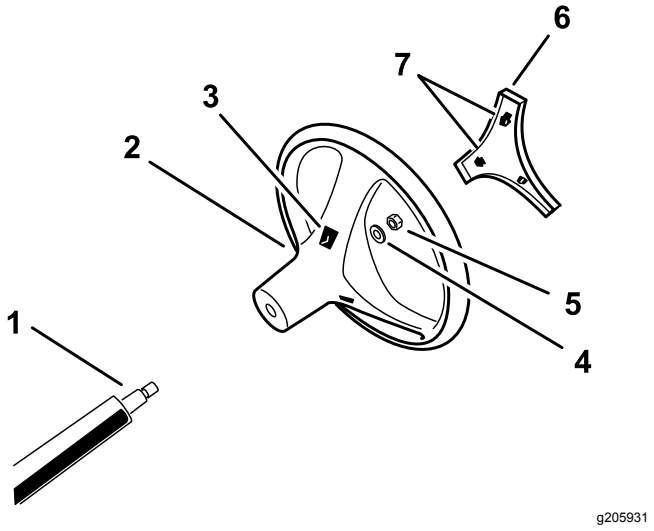

Figuur 3
4. Bevestig het stuurwiel aan de as met behulp van de borgmoer en draai deze vast met een torsie van 24-29 N·m, zoals getoond in Figuur 3.
5. Lijn de lipjes in het kapje uit met de gleuven in het stuurwiel, en klik het kapje op de naaf van het stuurwiel (Figuur 3).